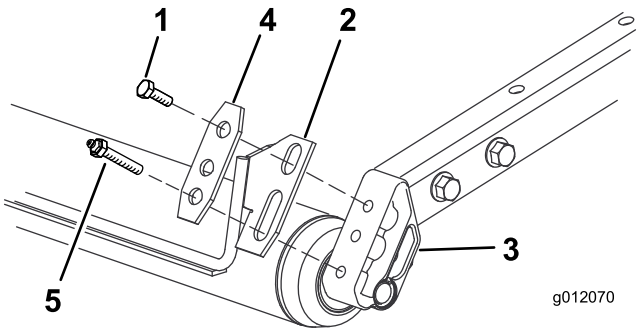

Figur 1
3. Monter løst hver ende af skraberen og skraberpladen på hver rullemontage med den tidligere fjernede fedtnippel/bolt og en bolt (3/8 x 3/4 tomme) (Figur 1).